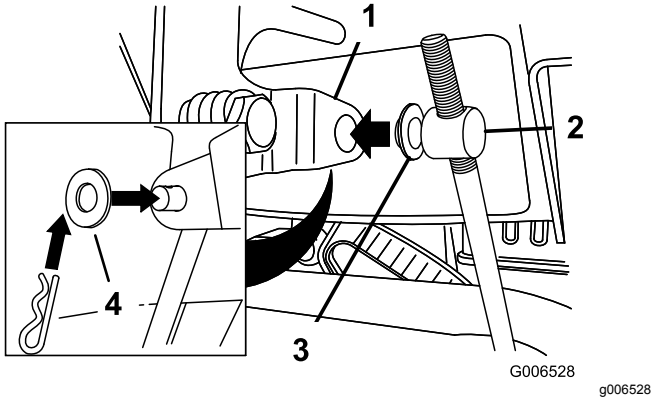

Rysunek 7
3. Umieść płaską podkładkę na czopie zawieszenia obrotowego (Rysunek 7).
6. Podciągnij drążek zmiany biegów i włóż czop zawieszenia obrotowego w otwór w dźwigni wybieraka biegów (Rysunek 7).
B. Odłącz czop zawieszenia obrotowego od dźwigni wybieraka biegów (Rysunek 7).
C. Obróć czop zawieszenia obrotowego w dół (w prawo) na drążku zmiany biegów (Rysunek 7).
D. Podłącz czop zawieszenia obrotowego do dźwigni wybieraka biegów (Rysunek 7).
C. Obróć czop zawieszenia obrotowego w górę (w lewo) na drążku zmiany biegów (Rysunek 7).